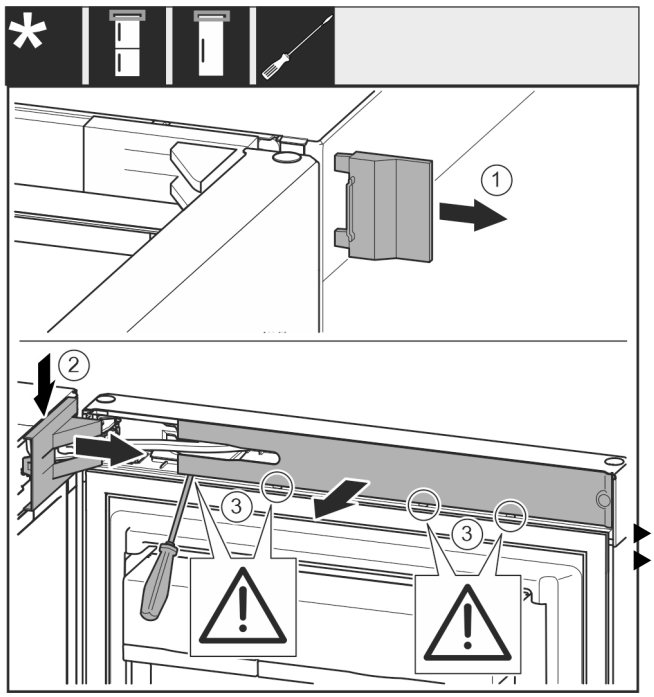

Fig. 7
▶ Noņemiet pārsegu *Fig. 7 (1)*.
▶ Atbrīvojiet un atvienojiet gultņa balsta pārsegu *Fig. 7 (2)*.
▶ Noņemiet gultņa balsta pārsegu *Fig. 7 (2)*.
▶ Atbrīvojiet aizsegu *Fig. 7 (3)* ar plakano skrūvgriezi un pagrieziet uz sāniem.